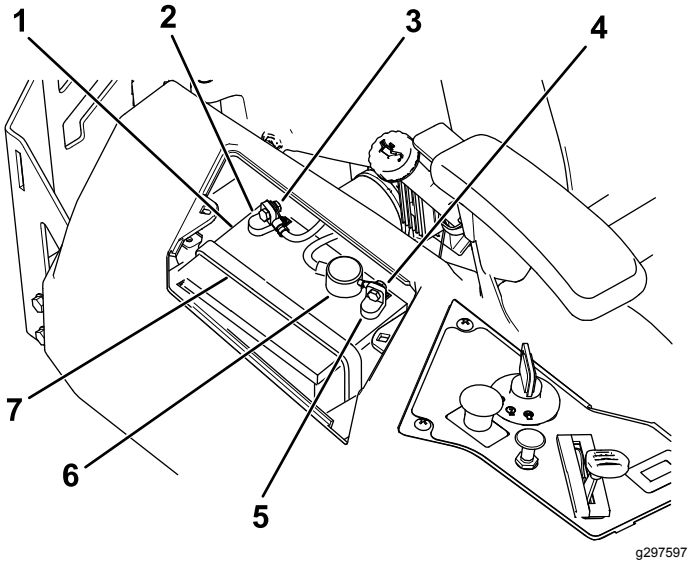

Rysunek 56
4. Odłącz ujemny (czarny) przewód uziemienia od trzpienia biegunowego akumulatora (Rysunek 56).
6. Odłącz dodatni (czerwony) przewód od trzpienia biegunowego akumulatora (Rysunek 56).
7. Odkręć obejmę przytrzymującą akumulatora (Rysunek 56) i zdejmij akumulator z tacy akumulatora.
1. Zamocuj akumulator na płycie (Rysunek 56).
5. Zabezpiecz akumulator za pomocą obejmy przytrzymującej (Rysunek 56).